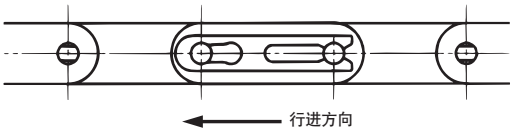

图21. 卡簧的安装方向
3) 卡簧的安装方向相对于链条行进方向，一般如下图所示（图21）。